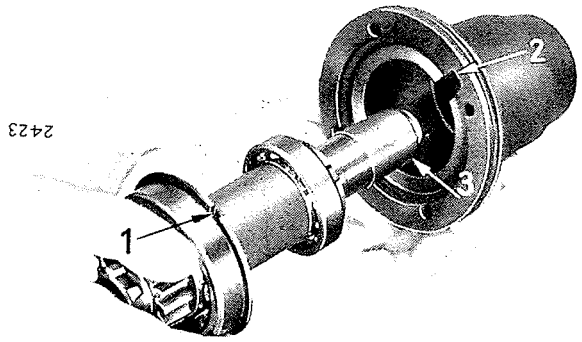

Bild 276
Beim Einsetzen der Welle in den Lagerflansch darauf achten, daß der Haltering des hinteren Kugellagers mit seinem Schlitz (1), Bild 276, über der Schmiernut (2) des Lagerflansches liegt.